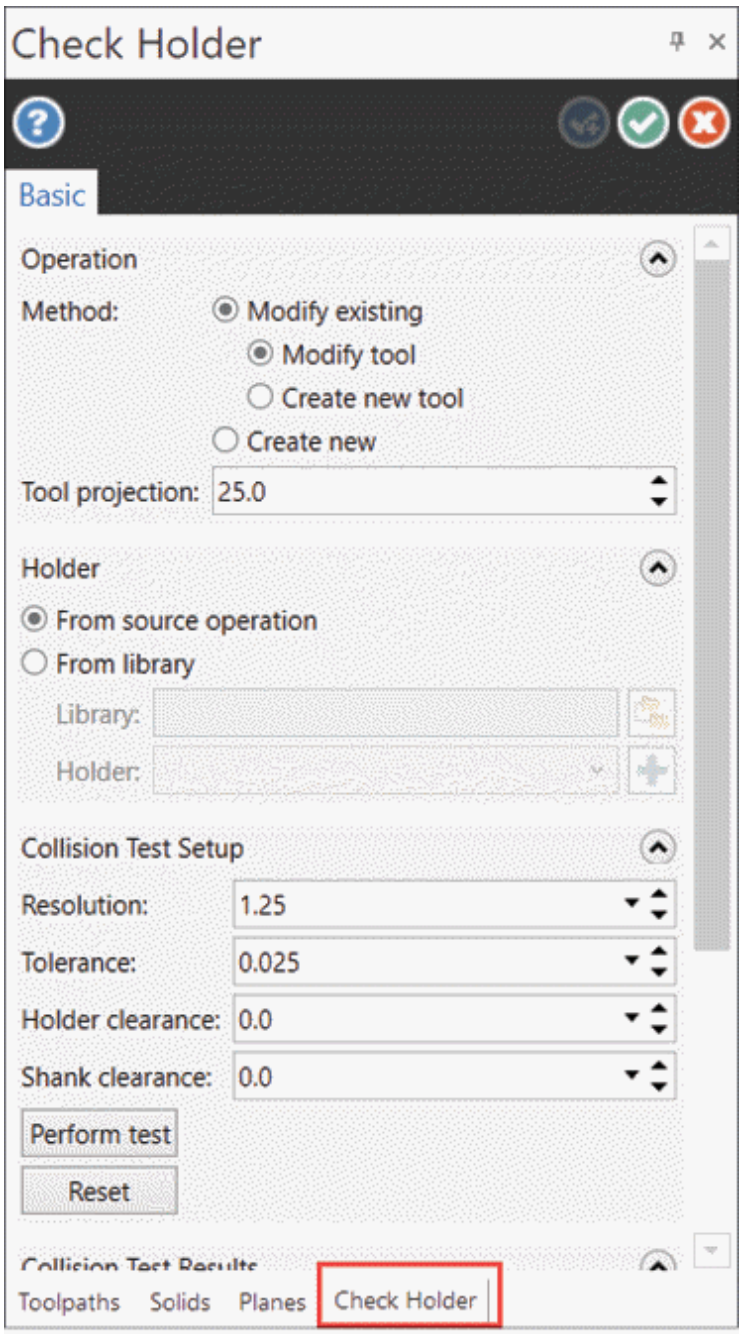

Figure-44. Check Holder Manager
- Click on the **Check Holder** tool from the **Analyze** panel of **Toolpaths** tab in the **Ribbon**. The **Check Holder Manager** will be displayed; refer to Figure-44.